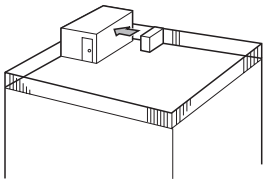

Abb. 2-4
(1) Richten Sie die Luftaustrittsöffnung mit einem Abstand von etwa 500 mm auf die nächstgelegene Wand aus. (Abb. 2-4)